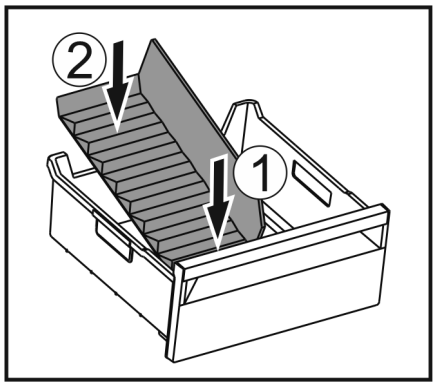

Fig. 168
▶ Vložte přední část přepážky přihrádky na led. *Fig. 168 (1)*
▶ Zadní část přepážky přihrádky na led spusťte až na dno zásuvky. *Fig. 168 (2)*